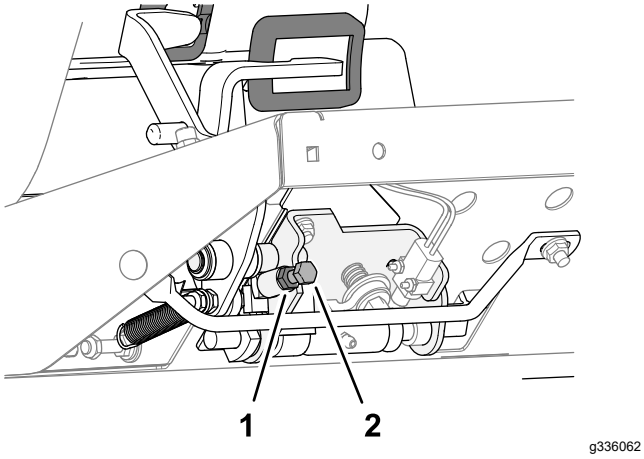

Figuur 82
- Om de maaisnelheid te verlagen, draait u de borgschroef voor de snelheid (Figuur 82) naar rechts.